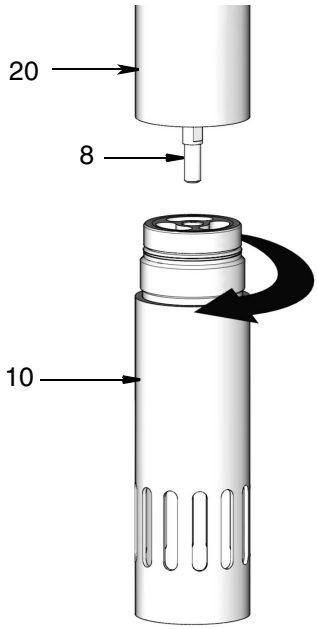

Рис. 7
6. Открутите корпус нижнего клапана (10) из цилиндра (20) (Рис. 7).